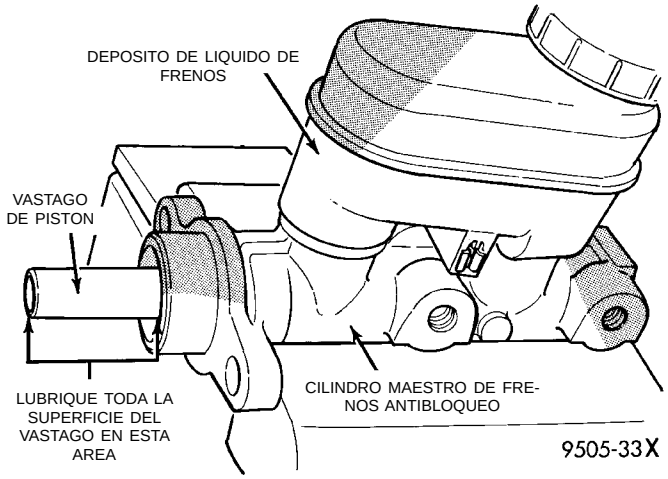

Fig. 120 Lubricación del vástago de pistón del cilindro maestro
(7) Lubrique el vástago de pistón del cilindro maestro como se indica en (Fig. 120). Utilice únicamente **Grasa dieléctrica Mopar—y no sustitutos.** Para obtener el lubricante requerido, consulte el Catálogo de productos químicos Mopar.